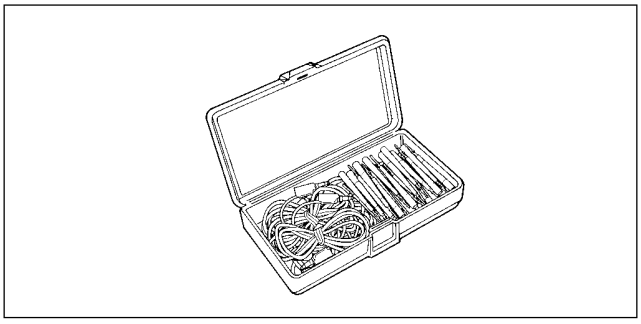

Figure 3-37. Harness Connector Test Kit (Part No. HD-41404A)
1. Use BREAKOUT BOX (Part No. HD-42682) and HARNESS CONNECTOR TEST KIT (Part No. HD-41404A), gray pin probe and patch cord. See Section 3.11 BREAKOUT BOX: TSM/TSSM. See Figure 3-37.